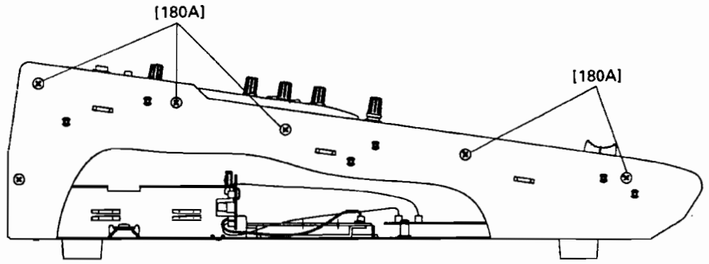

Fig. 1 (図1)
1-1 Remove the ten (10) screws marked [180A] and located on the right and left side pads. (Fig. 1)
1-1 右側面と左側面にある[180A]のネジ 10 本を外します。(図 1)